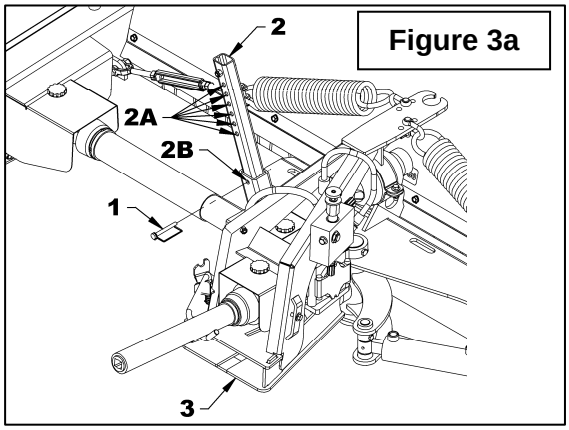

Figure 3a
2. **Figure 3a:** Retirer les goupilles de verrouillage carrées (item 1) des pieds de stationnement avant et fixer les à la position 2A à l'aide de la goupille de verrouillage carrée (item 1).